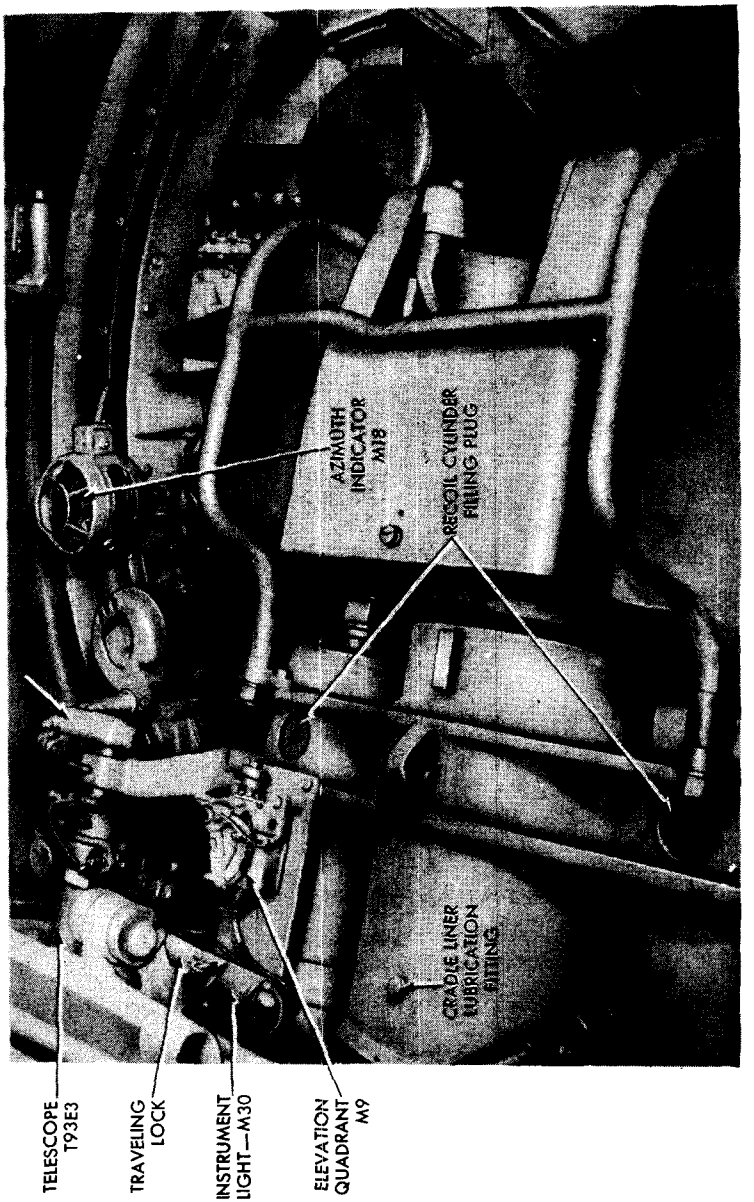

Figure 22 — 90-mm Gun Motor Carriage T71 (M36) — View of Right Side of Turret
a. **Manual Firing Pedal — 90-mm Gun Motor Carriage T71 (M36) and Tanks T25E1 and T26E1** (fig. 22). The purpose of the manual firing pedal is to fire the 90-mm gun manually. This is done by pressing down on the firing pedal.